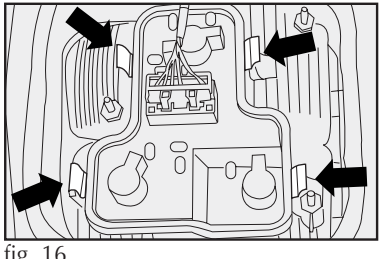

fig. 16
4) Presione las aletas de fijación indicadas por las flechas **fig. 16** y quite el portalámparas.